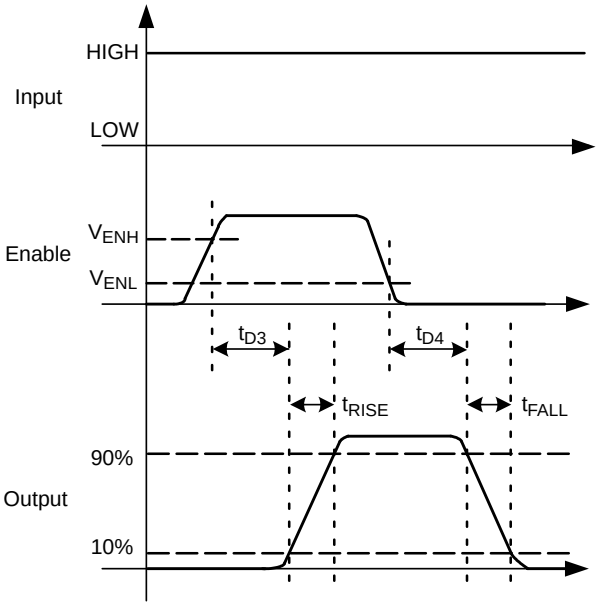
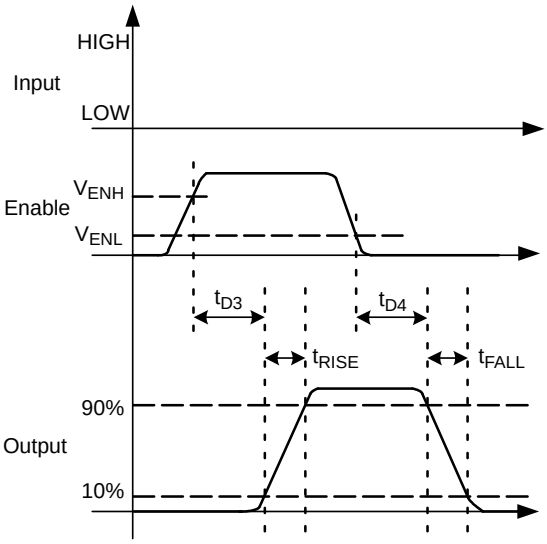

Figure 9. Non−Inverting (IN HIGH)
Figure 10. Inverting (IN LOW)
11. See Timing Diagrams of Figure 9 and Figure 10.